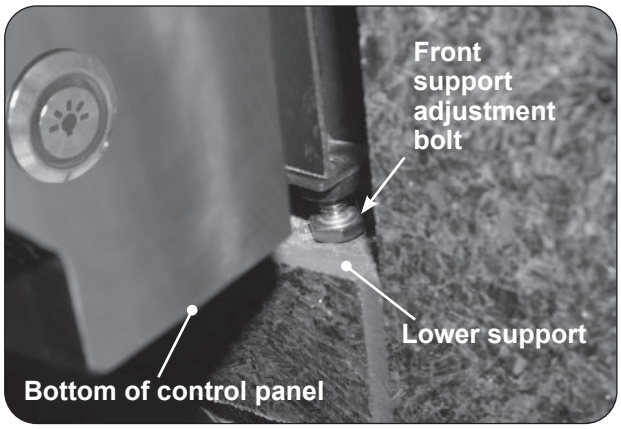

Fig. 27-3 Front support adjustment bolts
3. Rotate the front support adjustment bolts (up or down) until the grill hanger rests flush on the countertop, AND, the adjustment bolts are touching the supporting structure found at the bottom of the cutout (lower support). Use a 7/16" open-end wrench as needed. See Fig. 27-3.